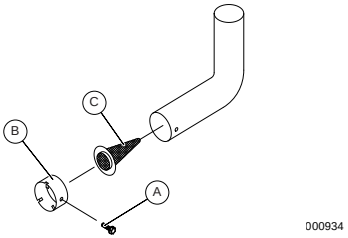

Figura 4-9. Pantalla del supresor de chispas
1. Consulte ***Figura 4-9***. Retire el tornillo (A) y el soporte de retención (B).
2. Retire la malla (C) y reemplácela si está rota, perforada o dañada. Si la pantalla no está dañada, límpiela con un disolvente comercial.